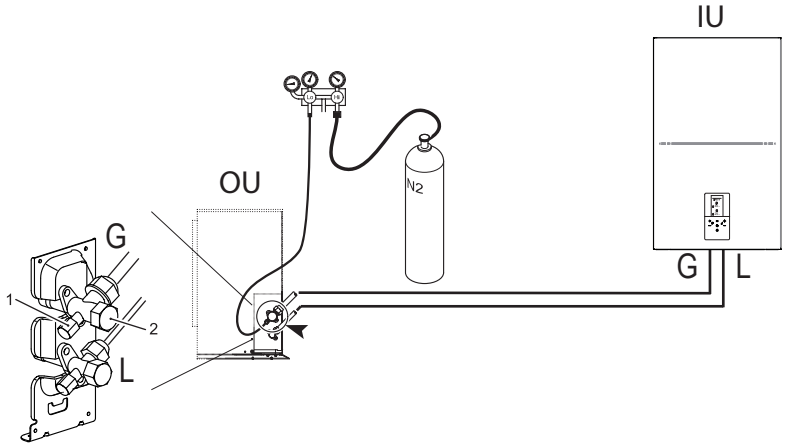

fig. 12 - Prova di tenuta all'aria e rilevamento delle perdite
- Con rubinetti dell'unità esterna completamente chiuse, rimuovere il tappo del rubinetto di servizio (part 1 - fig. 12) e il raccordo (part 2 - fig. 12) della valvola gas (quella più grande)